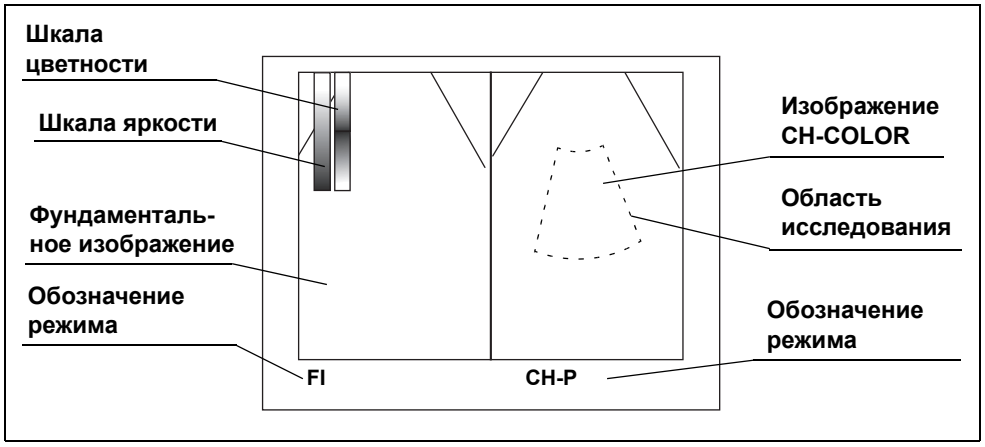

рисунок 7.209
Дисплей исследования примет вид, показанный на рис. 7.209.
- На рис. 7.209 показан режим отображения в двух окнах.